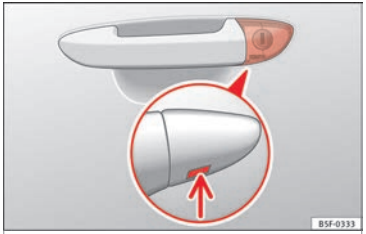

**Fig. 4** Driver door lever: hidden lock cylinder.
- Insert the key shaft into the lower opening in the cover on the driver door handle ››› **Fig. 4** (arrow) then remove the cover upwards.